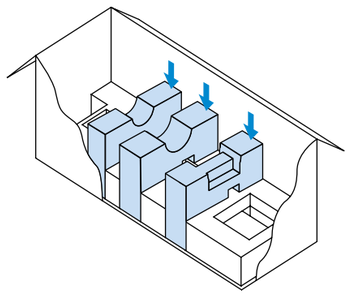

Рисунок 26.
8. Отключить кабель (3) от ПК
10. Установить в упаковку ложементы-поддержки (рисунок 26)